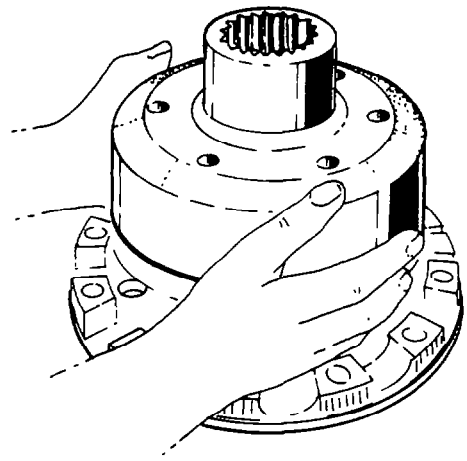

Fig. 331 — Installing Outer Cam
g. After installing the inner cam push all the wedges inward so that they all make contact with the inner cam, then install the outer cam over the wedges (see fig. 331). Do not try to force the outer cam over the wedges.